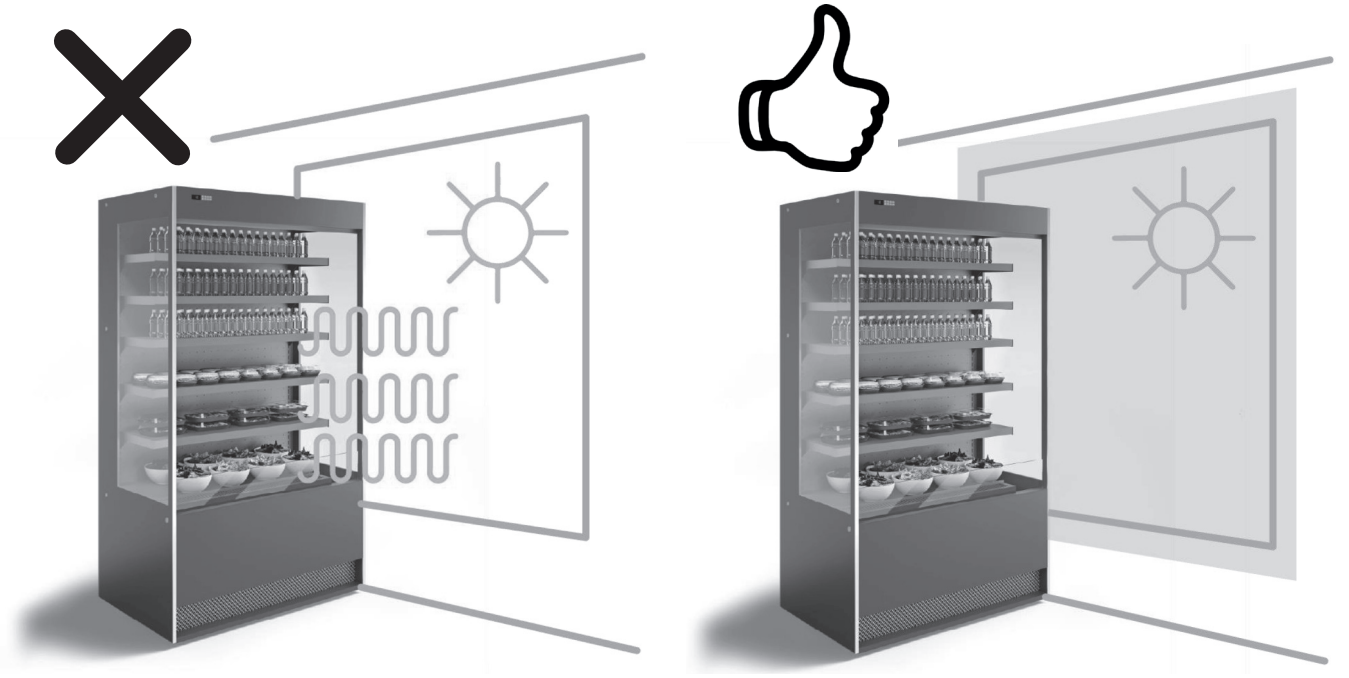

fig. 13
- Assicurarsi che non sia possibile l'influenza o l'esposizione diretta dei raggi del sole e tutto ciò che può causare un innalzamento di temperatura all'interno del vano refrigerato (fig.13).